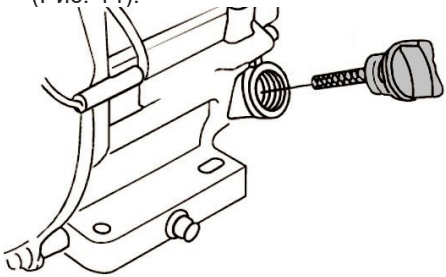

**Рис. 14 Крышка-щуп маслозаливной горловины**
2. Открутите крышку-щуп маслозаливной горловины и извлеките щуп (Рис. 14).
2. Выкрутите крышку-щуп маслозаливной горловины и извлеките щуп (Рис. 14).